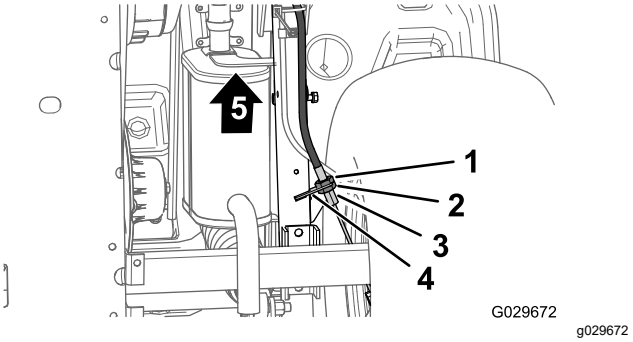

Figur 66
3. Lossa den bakre kontramuttern för den gängade justeraren till parkeringsbromskabeln som sitter längst ner på maskinen genom att vrida på den fyra varv (Figur 66).
4. Dra åt den främre kontramuttern (Figur 66).
A. Lossa den främre kontramuttern (Figur 66) för den gängade justeraren till parkeringsbromskabeln genom att vrida på den ett varv.
B. Dra åt den bakre kontramuttern (Figur 66).
A. Lossa den bakre kontramuttern (Figur 66) för den gängade justeraren till parkeringsbromskabeln genom att vrida på den ett varv.
B. Dra åt den främre kontramuttern (Figur 66).